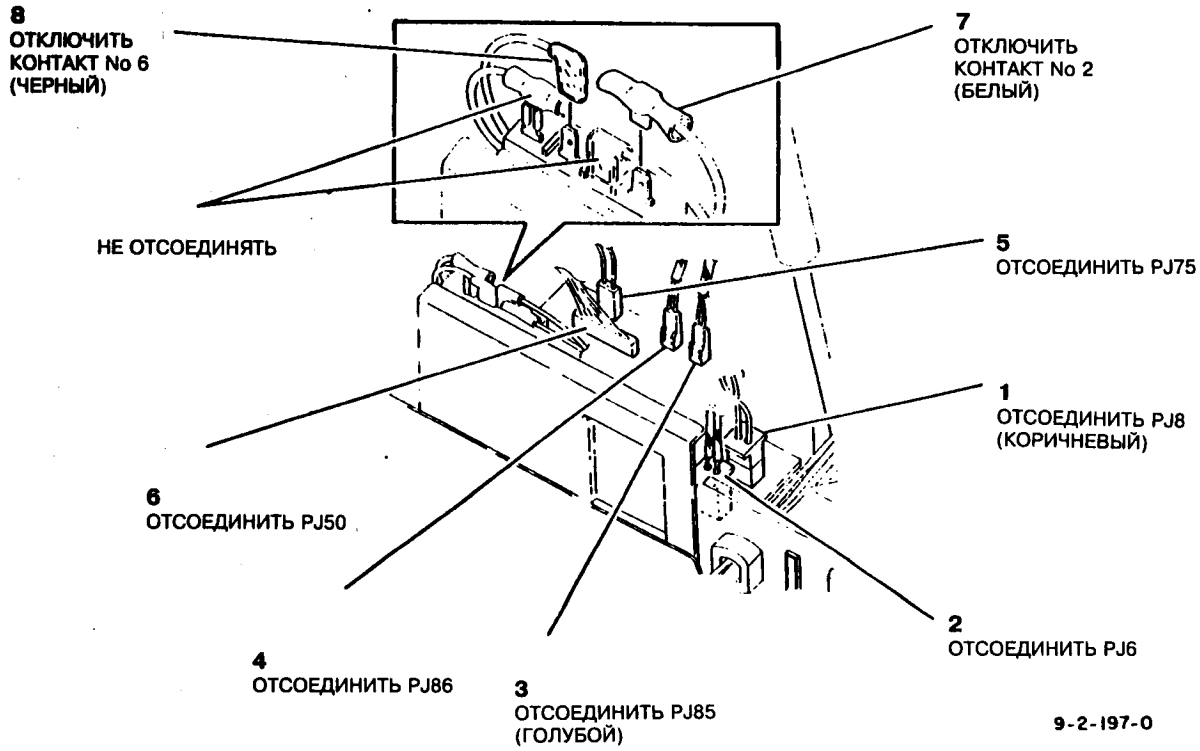

Рис.2 Отключение разъемов и контактов
5. Отсоединить разъемы PWB управления переменного тока и контакты реле (рис.2).
Подключать контакты реле, вращая направо (рис.2).